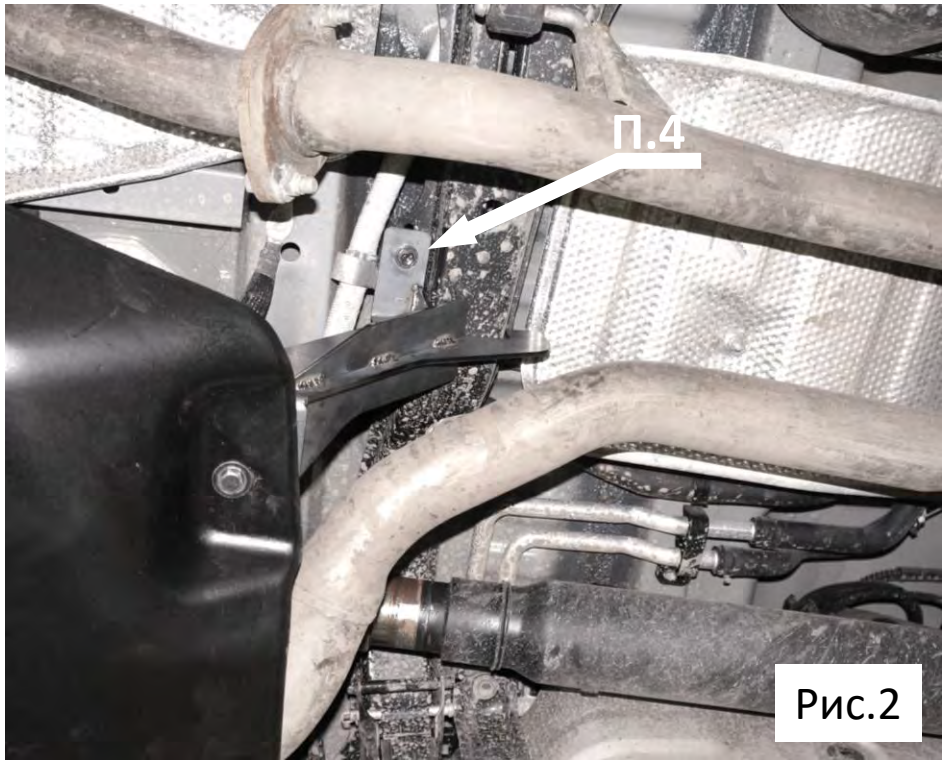

Рис.2
4. Вывернуть болт (рис.2) и закрепить им кронштейн из комплекта крепежа.